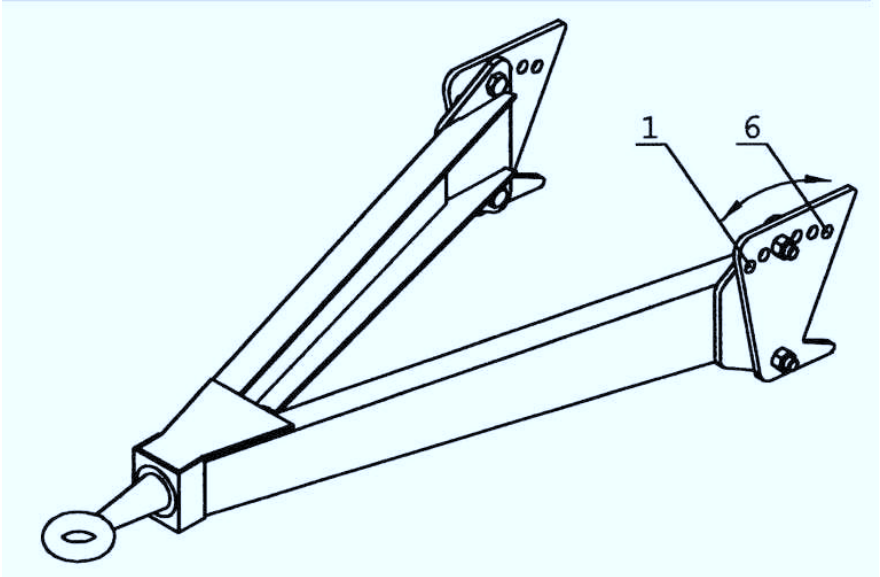

Рис. 7 Регулировка сцепки.
- Перевести высоту зацепа на регулировочное отверстие № 2 (рис. 7) (стандартная настройка пресс-подборщика это регулировочное отверстие № 3).
Высоту сцепки следует установить с помощью регулировочных отверстий (смотри рис. 7). В зависимости от высоты сцепки трактора установить дышло в соответствующем регулировочном отверстии.